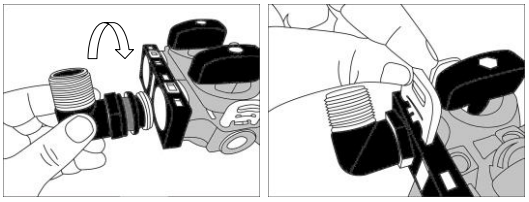

Fig 3
- **Remarque:** Pour changer le raccord, retirez simplement les clips de verrouillage à la main et retirez le raccord. Insérer le nouveau raccord et réinstaller le clip de verrouillage **(fig 3).**